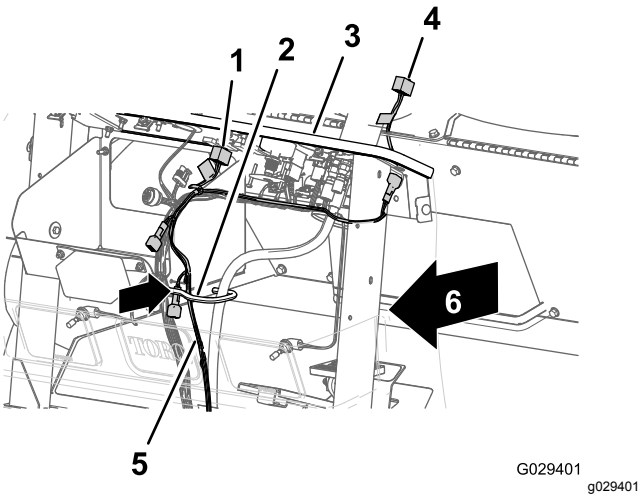

Figur 197
3. Dra kablagets instrumentbrädsdel på 240 cm genom hylsan vid den främre motorväggens öppning och innanför kabel- och slangkroken (Figur 197).